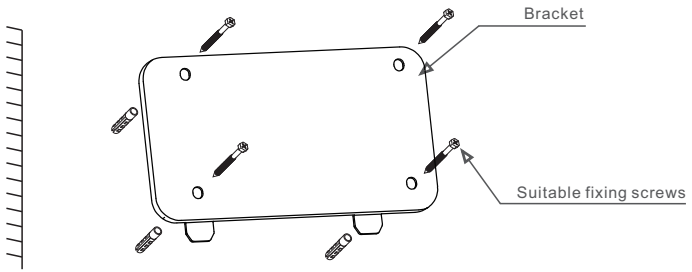
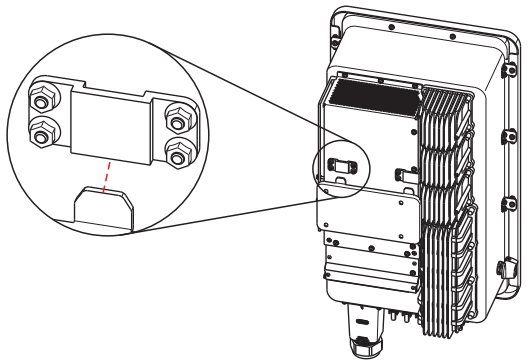

Figure 5.4 Inverter wall mounting
Figure 5.5 Install the inverter
Refer to figure 5.4 and figure 5.5. Inverter shall be mounted vertically.
1. Refer to Figure 5.4, the holes for expansion bolt based on the hole diameter of bracket (M10*70) , using the percussion drilling with the 10mm drill need to stay vertically on the wall. And the drill hole must be vertically on the wall. And all drill holes' depth is 60mm.
2. Make sure the bracket is horizontal. And the mounting holes (in Figure 5.4) are marked correctly. Drill the holes into wall at your marks.